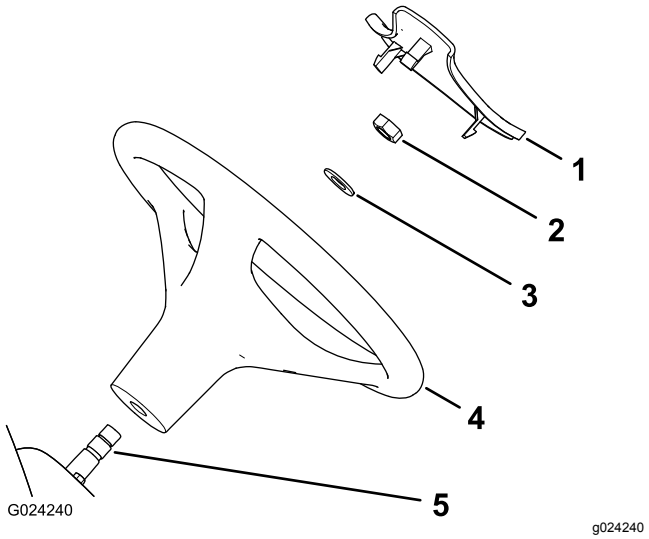

図 3
1. ハンドルのハブにカバーがついている場合には、これを取り外す図 3。
2. ハンドルのシャフトからジャムナットを外す図 3。
3. ハンドルシャフトに、ハンドルとワッシャを順に取り付ける図 3。
5. ハンドルにキャップを取り付ける図 3。